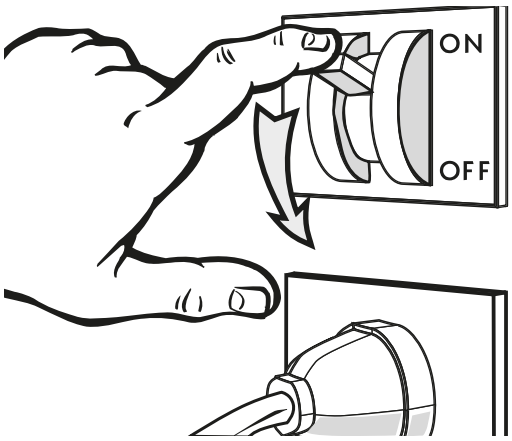

Abb. 23
- Trennen Sie das Kühlmöbel mit Hilfe des Wandschalters vom Stromnetz ("Abb. 23").